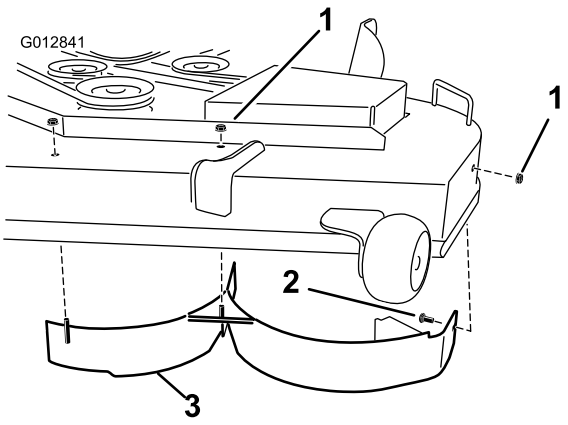

Figur 4
12. Monter den venstre skjermen på klippeenheten som vist i Figur 4. Bruk de to låsemutterene (5/16 tomme) som fester de sveisede postene på den venstre skjermen til toppen av klippeenheten i